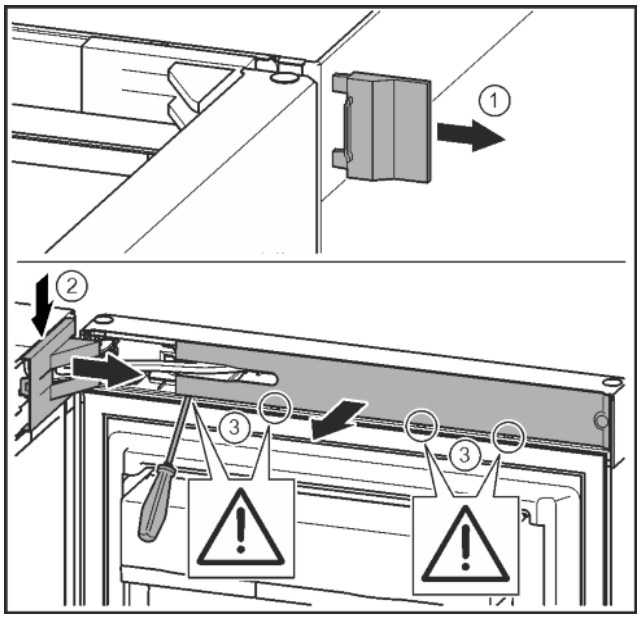

Fig. 9
▶ Retirer le cache extérieur. *Fig. 9 (1)*
▶ Détacher et libérer le cache du support de palier. Retirer le cache du support de palier. *Fig. 9 (2)*
▶ Dégager le cache avec le tournevis et l'incliner sur le côté. *Fig. 9 (3)*